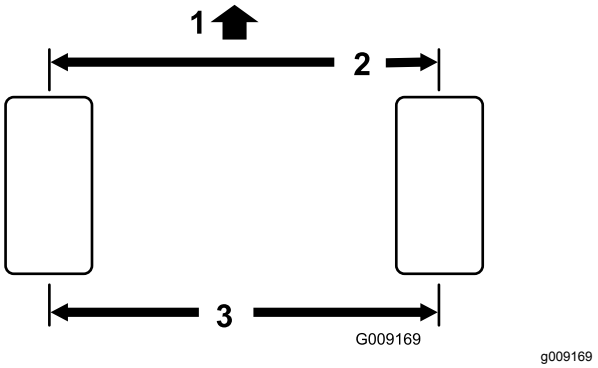

Figur 88
1. Mål avstanden fra midten til midten (i akselhøyde) foran og bak på styredekkene (Figur 88).